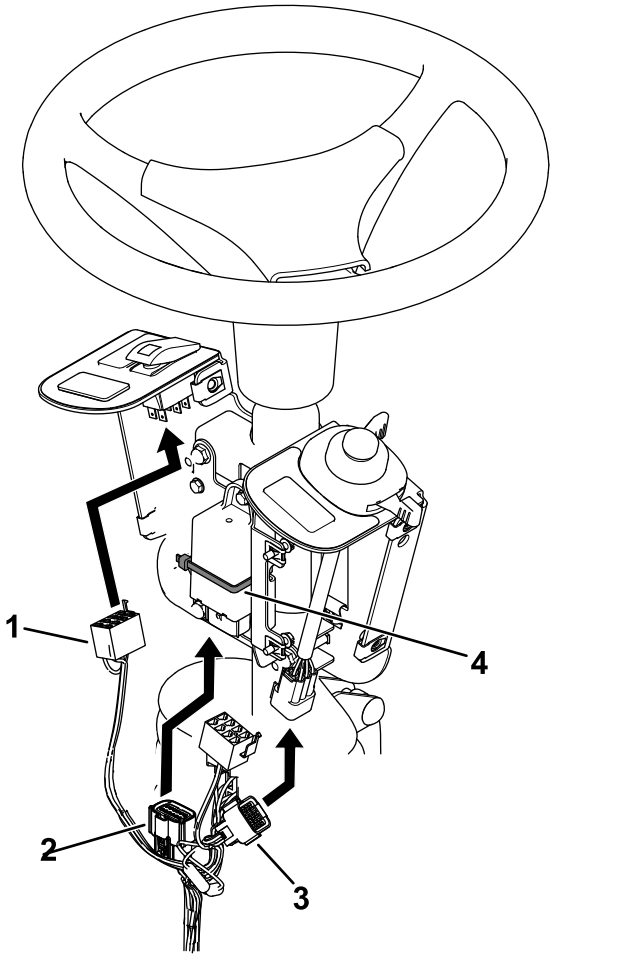

Figur 7
5. Fastgør blinklyset med et kabelbånd (Figur 7).
6. Slut ledningsnettet til vippekontakten og multifunktionskontakten (Figur 7).
7. Slut ledningsnettet til blinklyset (Figur 7).